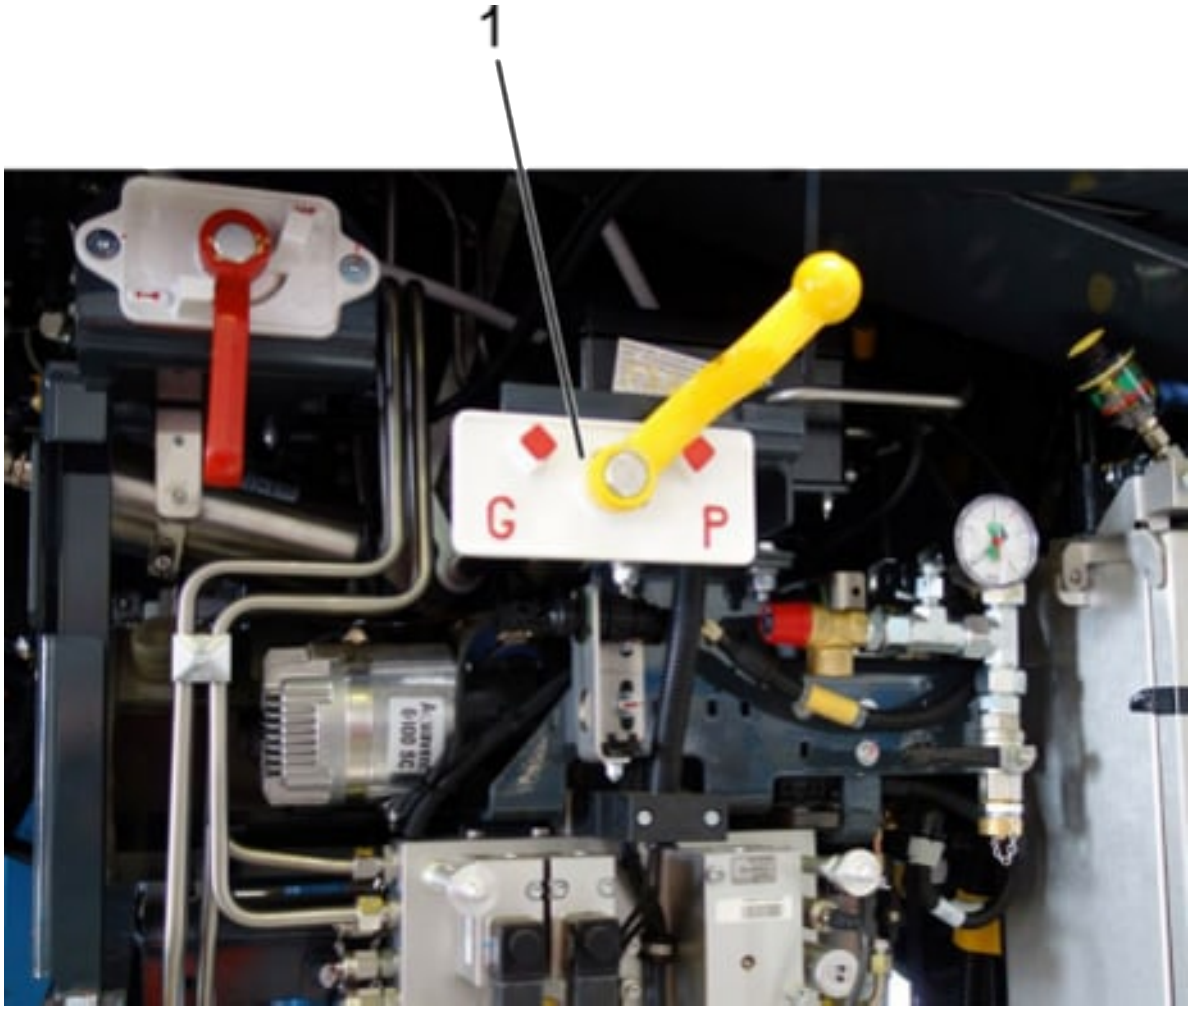

Fig. 47: Leva del distributore (cambio di regime M-V)
A seconda della posizione (M = Merci (G) o V = Viaggiatori (P)) del distributore, cfr. Fig. 47 (1), il tempo di applicazione è di 3-5 secondi (V) o di 18-30 secondi (M). Veicolo motore e rotabili collegati vengono frenati in contemporanea.